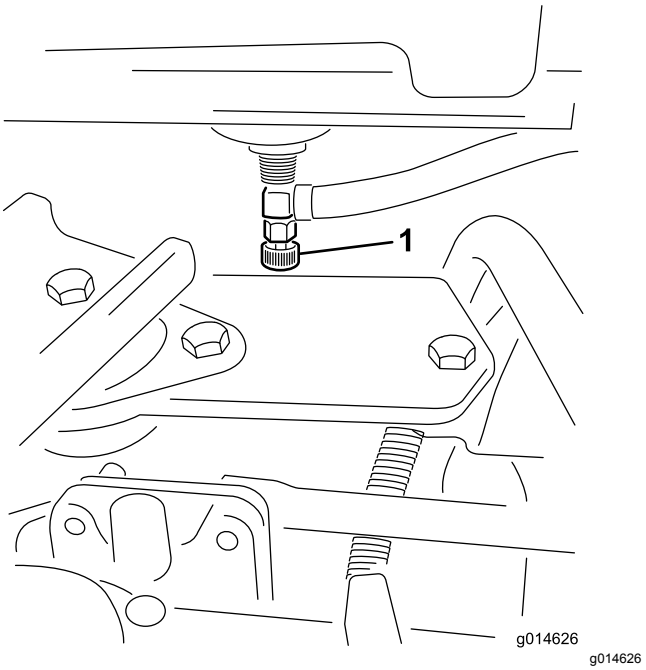

Figur 42
1. Luk brændstofafbryderventilen (Figur 42) under brændstoftanken.